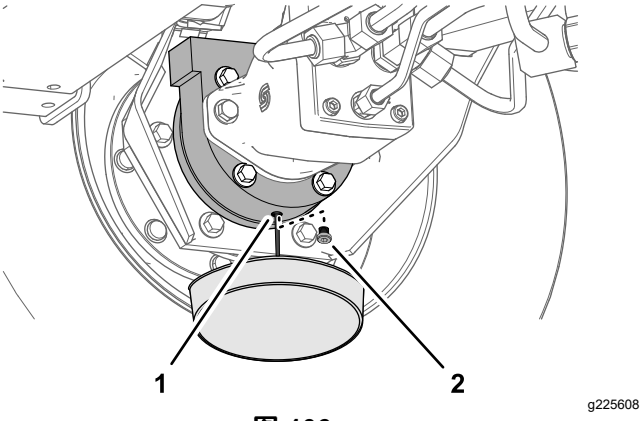

图 106
6. 将放油盘放在制动器箱下面取出排油塞让油完全排出图 106。